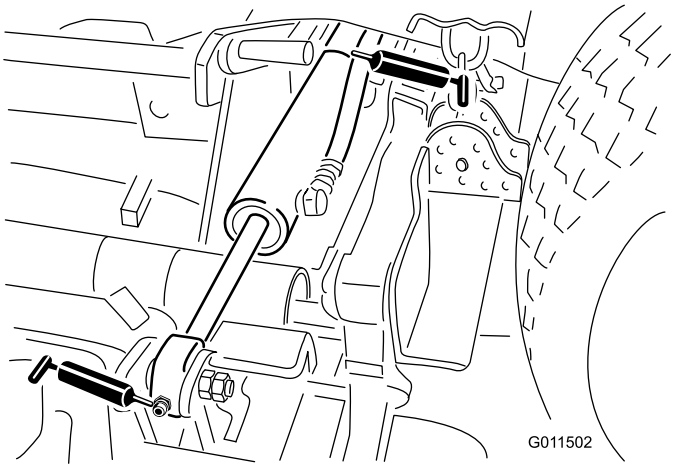

Figur 46
Vinglyftcylinder (4) (Figur 46)